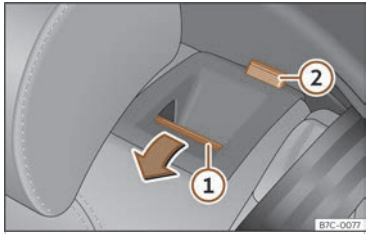

Fig. 99 Rear seat: folding down the backrest.
- Press the unlock button ››› **Fig. 99** ① forwards and at the same time fold the backrest down. The rear seat backrest is not engaged when the red marking of the button ② is visible.